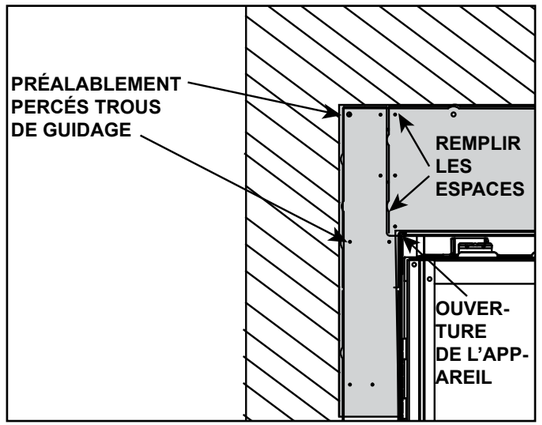

Figure 10.1 Installation du panneau incombustible
- Scellez les espaces entre le mur fini et les faces du dessus et des côtés de l'appareil en utilisant un produit d'étanchéité prévu pour une température de 150 °C (300 °F) minimum. Consultez les figures 10.1 et 10.2.
Le panneau incombustible fourni par le fabricant doit être utilisé pour chaque installation. Il doit être directement fixé à la charpente adjacente à l'appareil. Les vis devraient être installées dans les trous de guidage de l'enveloppe extérieure du périmètre du panneau incombustible Voir les figures 10.1 et 10.2.
3. Le périmètre extérieur du panneau incombustible installé à la fabrication comporte des trous de guidage. Voir la figure 10.1. Fixez le panneau incombustible à la charpente adjacente à l'aide de vis à cloison sèche d'au moins 1-1/4 po de long. Prendre garde à ne pas trop serrer ces vis dans le panneau incombustible. Vissez jusqu'à ce que les vis soient à égalité du panneau incombustible. Voir la figure 10.2 et la section 6.D.
4. Lors de l'installation autour de l'appareil, pratiquez un orifice rectangulaire pour le foyer/panneau incombustible, dans une seule feuille de cloison sèche. Ceci minimisera les joints de finition adjacents à l'ouverture du foyer. Veillez à ce qu'un espace de 3 mm (1/8 po) soit maintenu entre le panneau incombustible installé à la fabrication et la cloison sèche l'entourant. Voir la figure 10.1. Fixez la cloison sèche à la charpente à l'aide de vis d'au moins un pouce de long, à tous les 152 mm (6 po) au haut du foyer et à tous les 254 mm (10 po) de chaque côté du foyer.
1. **Étape 1 :** Comblez tous les espaces et joints entre les pièces du panneau incombustible et la cloison sèche à l'aide d'un composé à joint à prise chimique tout usage tel que le composé à joint Durabond® 45 fabriqué par USG (marque Sheetrock®), recommandé par Hearth & Home Technologies. Utilisez un couteau à cloisons sèches pour presser fermement sur le composé à joint dans les espaces. Voir la figure 10.1. Laissez sécher ces joints.